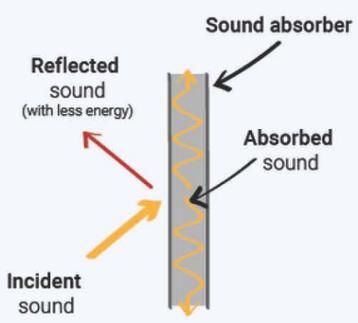

Figure 3. Sound Absorption
- With each collision, sound waves lose energy to friction (Ghermezgoli, 2020). Thus, porous substances are excellent at dampening sound (Figure 3) (2024, *Atelier*).